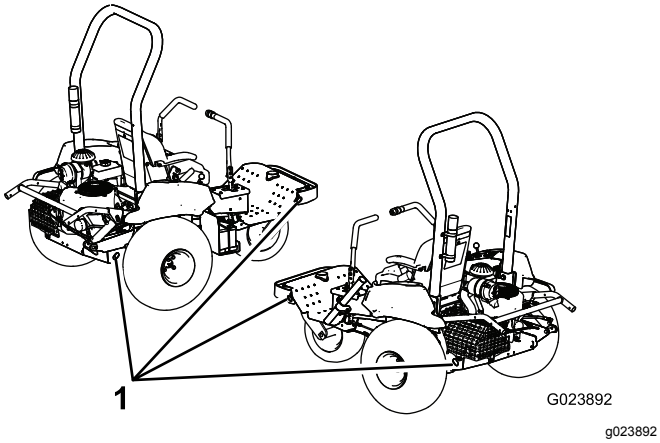

**Рисунок 30**
5. Используйте точки крепления на машине (Рисунок 30) для надежного крепления машины к транспортирующему автомобилю с помощью соответствующих стропов, цепей, троса или канатов.